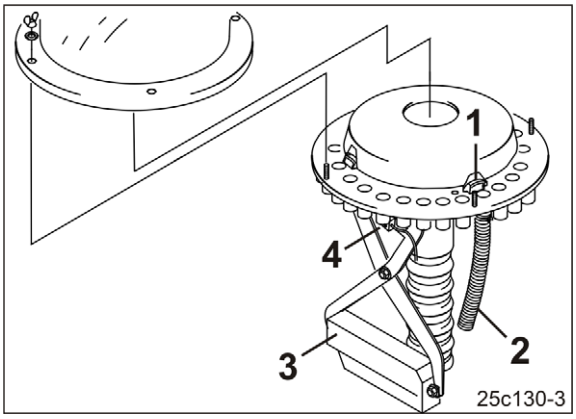

Fig. 110
- spærrer køresporskontrolsystemet på fordelerhovedet for transporten af såsæd til såsædsledningerne (Fig. 110/1) via køresporsskærenes spjæld (Fig. 110/2),
Tilførslen af såsæd til køresporsskærene afbrydes, når elektromotoren (Fig. 110/3) lukker de pågældende såsædsledninger (Fig. 110/2) i fordelerhovedet.
En sensor (Fig. 110/4) kontrollerer, om spjældene (Fig. 110/1), som åbner og lukker såsædsledningerne (Fig. 110/2), fungerer korrekt.